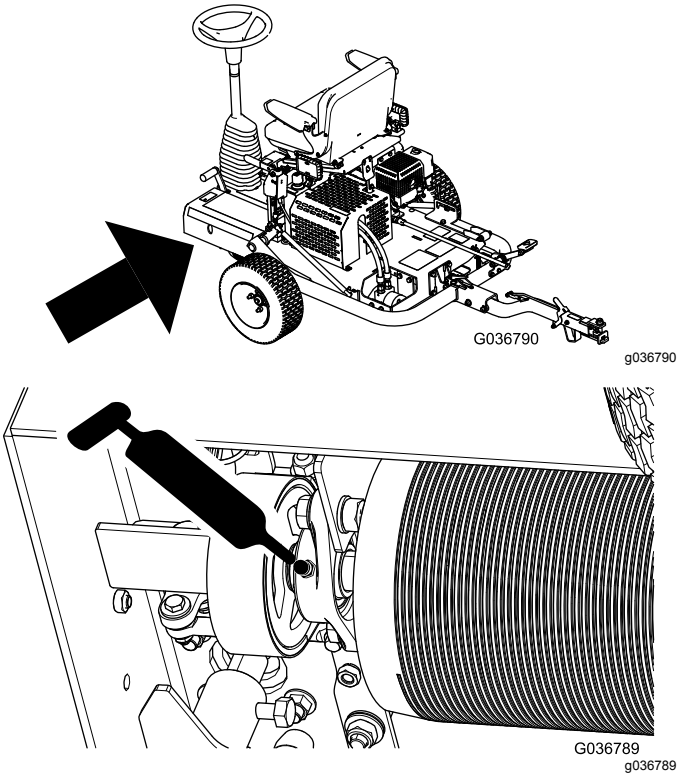

**Figura 25**
3. Coloque lubrificante no bocal tal como se mostra na Figura 25.